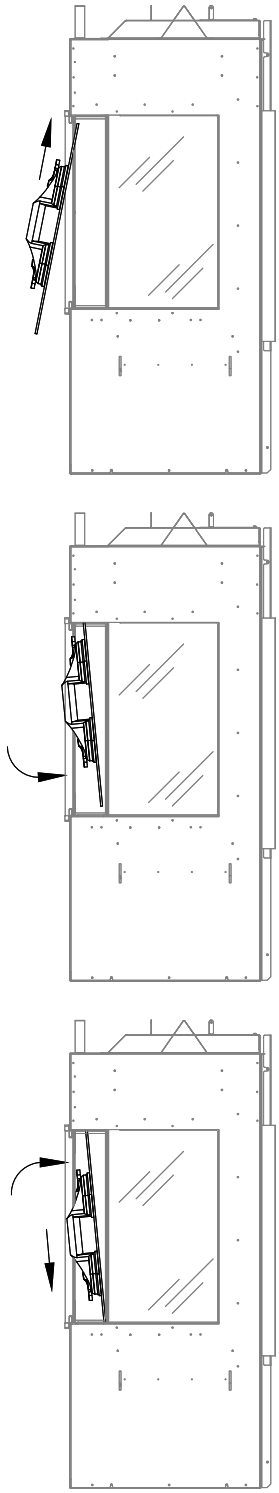

Figure 4.7 - Firebox Glass Installation
2. Install the front piece of glass. When installing the front piece of glass you may find it helpful to start with the bottom glass brackets installed but left loose. As you lift the glass into place (See Figure 4.7) start with the glass sightly offset to the side of the firebox that does not have the side glass installed yet. You are able to slide the front glass sideways into the silicone sealing strip of previously installed side firebox glass.